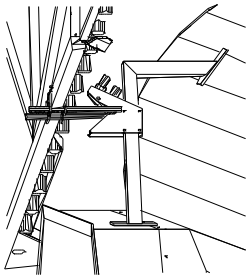

Figur 4.1.e
2. De hydrauliske låse sættes til at "låse" om bøjlerne, hvorefter der kan tages mål til de arme, som skal holde de hydrauliske låse. Armene laves af 60x60 RHS-profil og laves sådan at de ligner et omvendt "L" (se nedenstående figur 4.1.e). Armene kan enten påboltes eller påsvejses gyllevognen. Sørg for at lave armene sådan, at der er mulighed for justere låsene i både op og nedadgående retning.